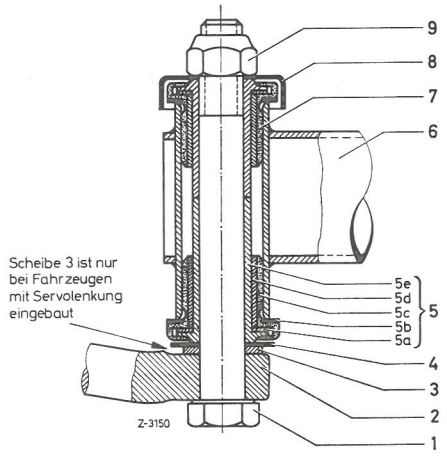

Fig.46-5/3
3 Selvlåsende sekskantmøtrik(9) skrues af mellemarmens sekskantbolt (fig.46-5/3).